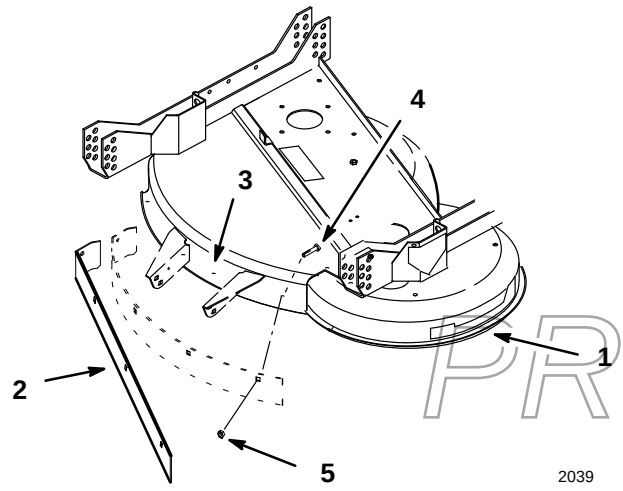

Figure 2
2. Drill a 9 mm hole through the front of the mower next to clamp at center. Secure baffle to mower at center with 5/16–18 x 3/4” (19mm) bolt, through from the inside, and a thin 5/16 lock nut (Fig. 2).
3. Working left and right from the center, drill (4) 9 mm holes in mower. Secure baffle with 5/16–18 x 3/4” (19mm) bolts, through from the inside, and secure with thin 5/16 lock nuts (Fig. 2).